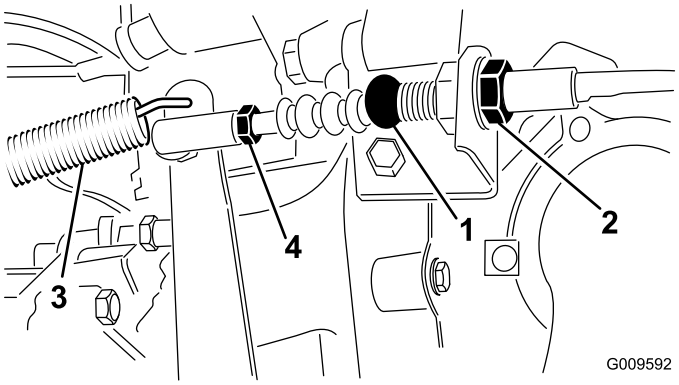

Figuur 65
1. Draai de contramoeren los waarmee de koppelingskabel vastzit aan de beugel op de koppelingsbehuizing (Figuur 65).